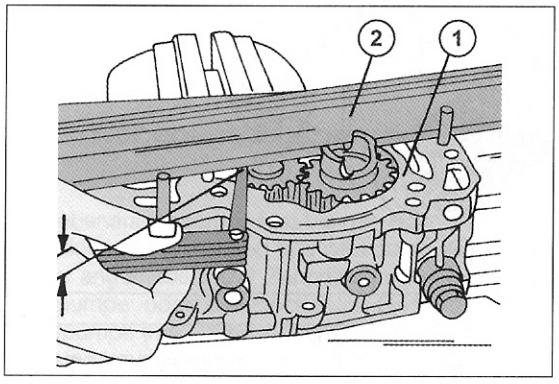

Bild 137
- Ein Messlineal mit scharfer Kante über die Fläche des Ölpumpengehäuses auflegen und mit Blattfühlerlehre den Spalt zwischen dem Messlineal und der Oberseite jedes Zahnrades ausmessen, wie man es in Bild 137 sehen kann. Dadurch wird das Axialspiel der Zahnräder ermittelt. Falls der Spalt größer als 1,13 mm ist, müssen die betreffenden Teile erneu-